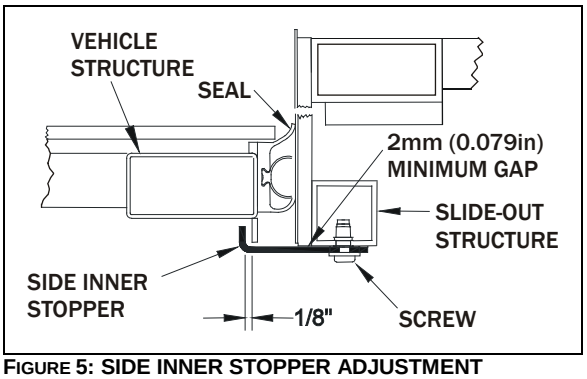

**FIGURE 5: SIDE INNER STOPPER ADJUSTMENT**
1. Adjust the side inner stoppers at 1/8" from the vehicle side structure keys, and tighten the screws. Make sure there is a minimum gap of 2mm (0.079”) between the side inner stopper and the side window pane (Figure 5). Use shim as required.